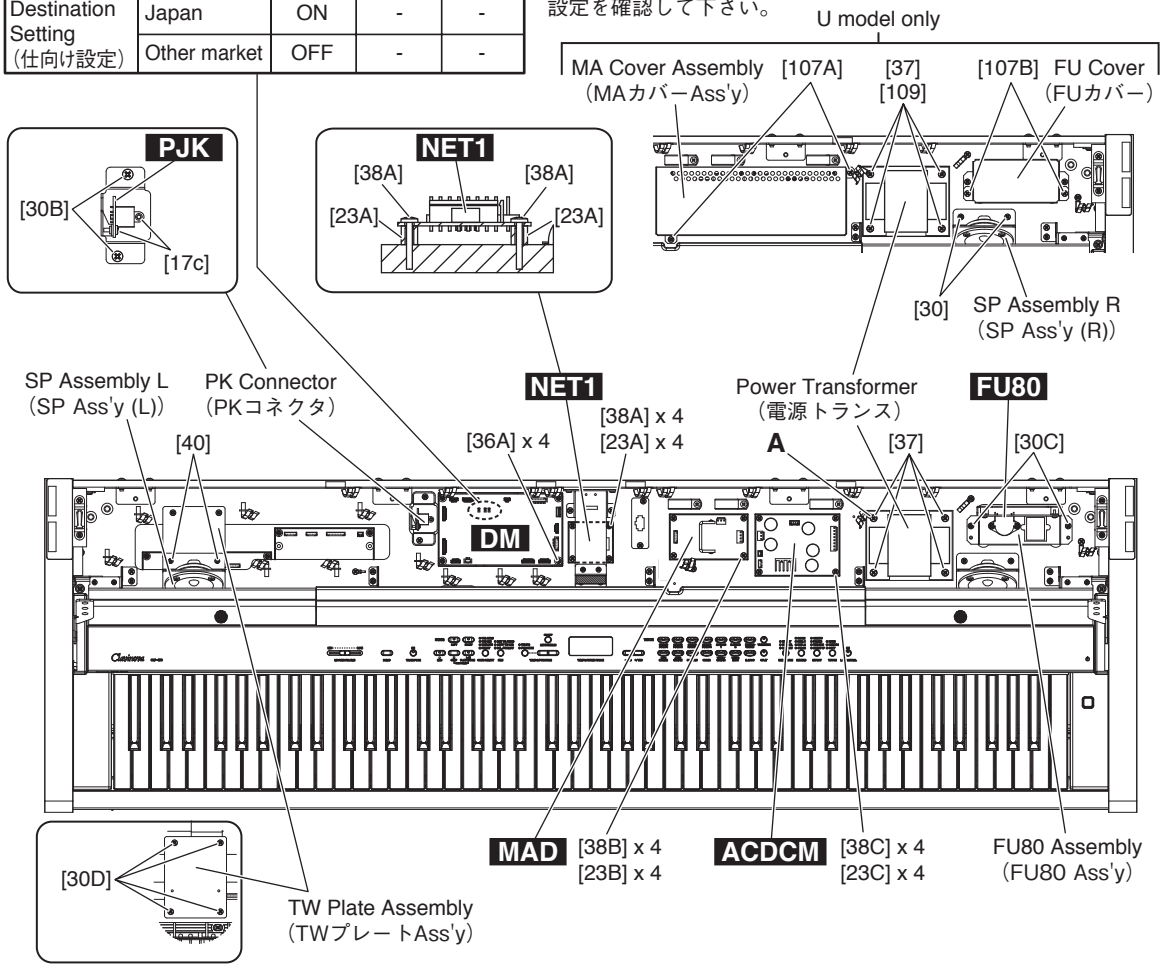

Fig.6（図 6）
4-3 Each assembly can be removed by removing its fixing screws as listed below. (Fig.6, Table 1)
4-3 下記のネジを外すことにより、各アッセンブリを外すことができます。（図 6、表 1）
*2 When removing the TW plate assembly, disconnect the SP assembly L first. (Fig.6)
*6 As for the screw marked [37] at the location of "A", it is tightened together with a cord binder. (Fig.6)
*2 TWプレートAss'yを外す時は、先にスピーカAss'y Lを外します。(図6)
*6 "A"の位置の[37]のネジは、束線止めと共締めされています。(図6)
5-4 Remove the two (2) screws marked [17c]. The PJK circuit board can then be removed from the PK connector. (Fig.6)
5-4 [17c] のネジ 2 本を外し、PK コネクタから PJK シートを外します。(図 6)